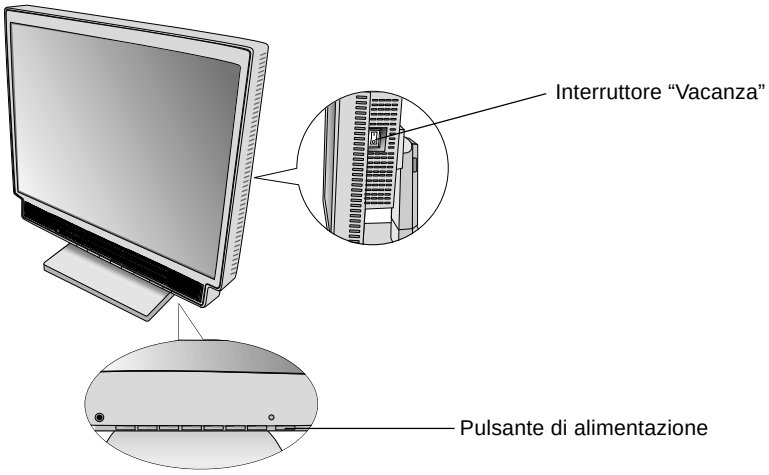

Figura F.1
7. L’interruttore “Vacanza” sul fianco destro del monitor deve essere acceso (**Figura F.1**). Accendere il monitor con il pulsante di alimentazione e il computer.